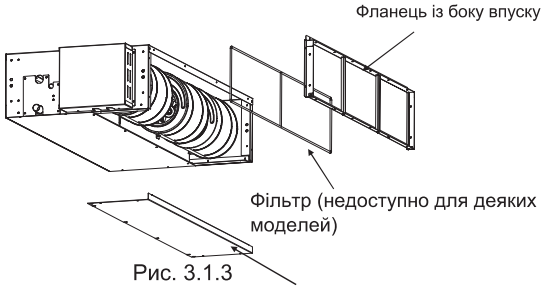

Рис. 3.1.3
(1) Зніміть фланець із боку впуску, а потім кришку камери. Правильний напрямок показаний на рис. 3.1.3.